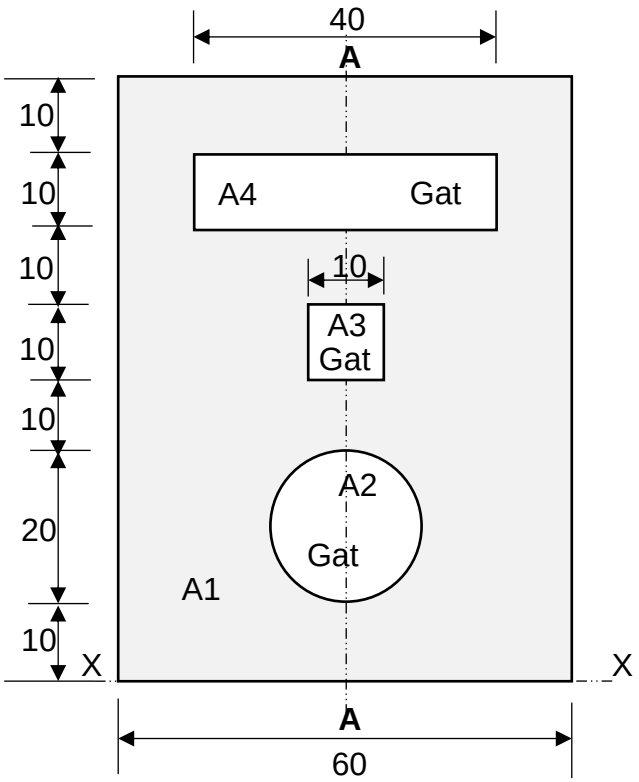

FIGUUR 3
4.1 'n Stuk metaalplaat van gelyke dikte word in FIGUUR 3 hier onder getoon. Die saamgestelde deursnee is simmetries by A-A. Alle afmetings is in millimeter.